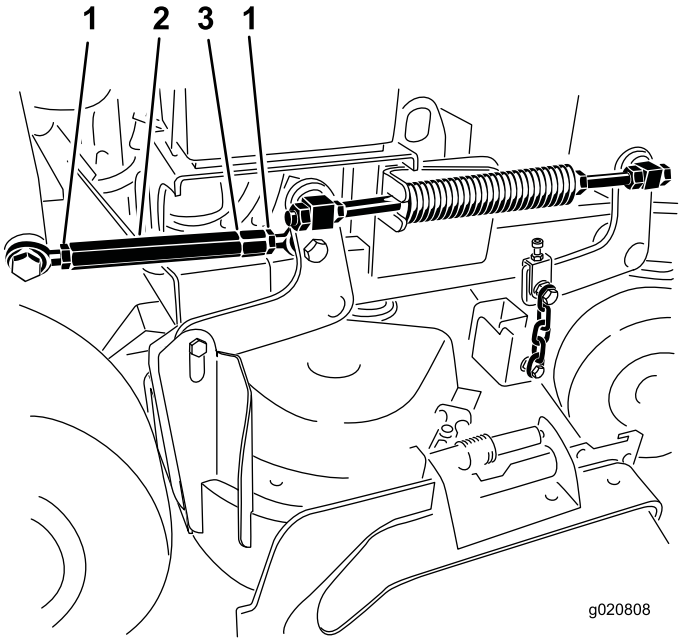

Figur 87
5. Lossa kontramuttrarna på båda sidor om linsträckaren (Figur 87).
Obs: Änden av linsträckaren med en skåra har vänstergängor (Figur 87).